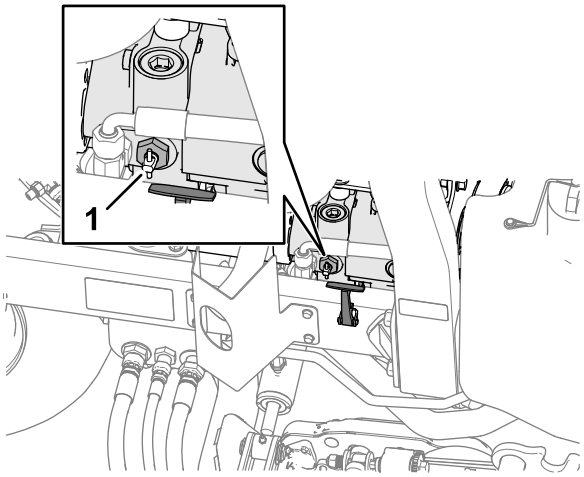

Figuur 47
2. Draai de handgreep van de omloopklep op de pomp 90°. De handgreep van de omloopklep bevindt zich dicht bij de rechter motorkapvergrendeling (Figuur 47).